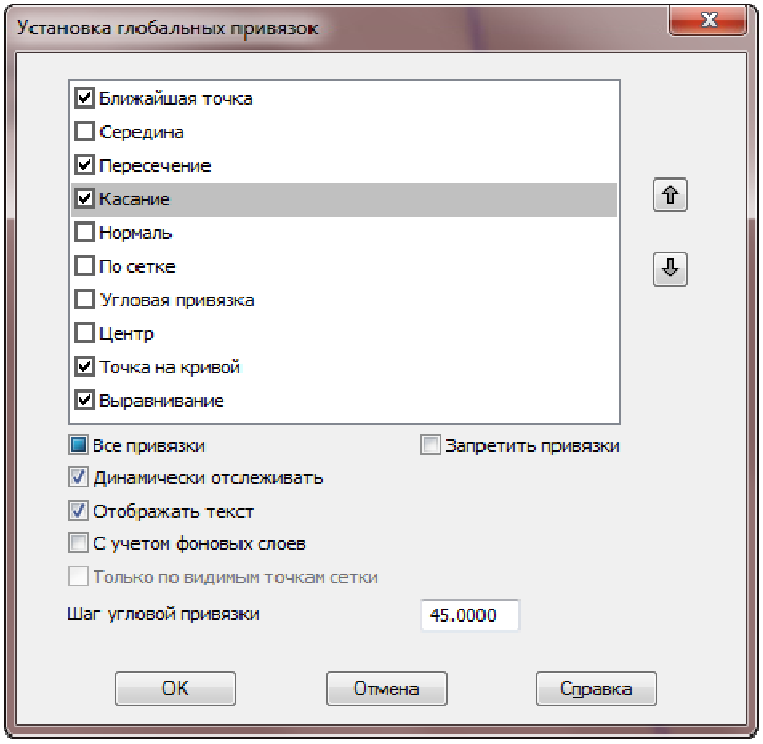

Рисунок 2.4 – Діалогове вікно *Установки глобальних прив'язок.*
c) Натисніть на кнопці *Установка глобальних прив'язок* на інструментальній панелі *Поточний стан*. В діалоговому вікні Установка глобальних прив'язок проставте прапорець *Дотик*. Додатково увімкніть прапорець *Відображувати текст*(рис. 2.4). Це дозволить побачити підказку про те яка саме глобальна прив'язка використовується в даний момент.
b) Для визначення положення точок відкрийте вікно глобальних прив'язок і додатково увімкніть прив'язку *Середина*(рис. 2.4).